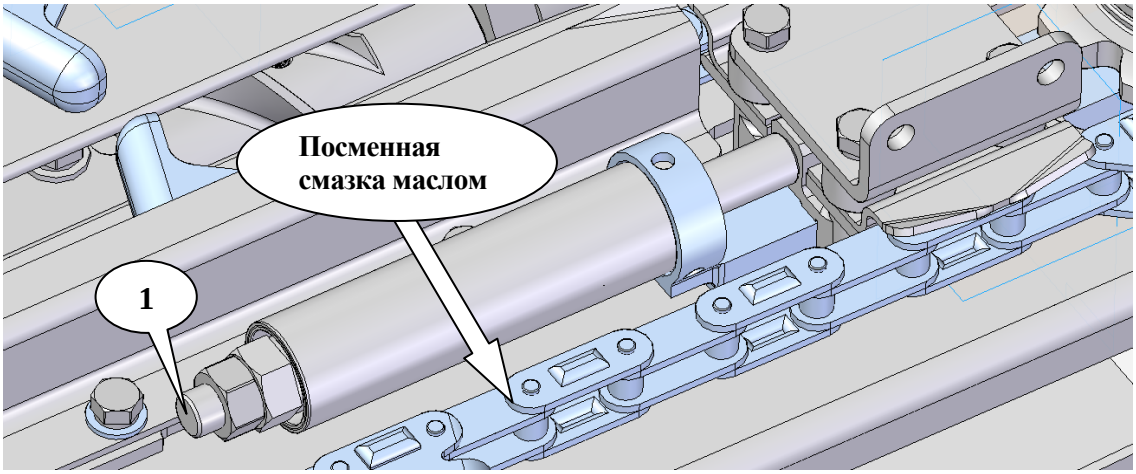

Рис. 20.
При натяжении (Рис. 20) надо уделять внимание на то, чтобы шестигранная гайка (1) осталась внутри обшивки.